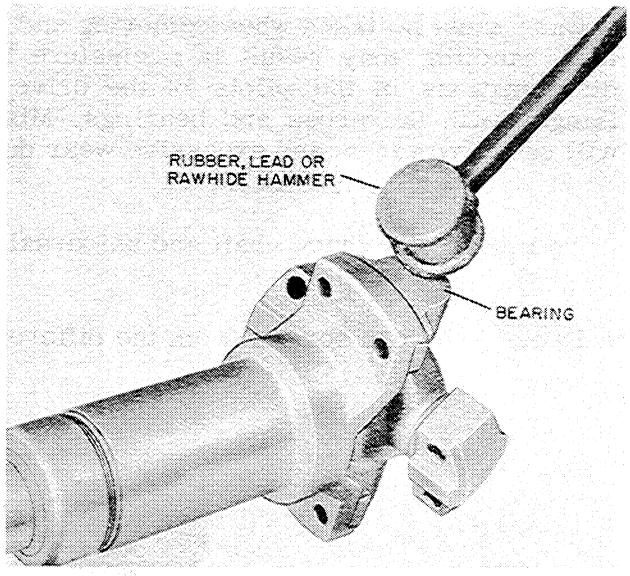

Figure T-85
3. Tap the top of the bearing at an angle if sealed to the yoke, Figure T-85.